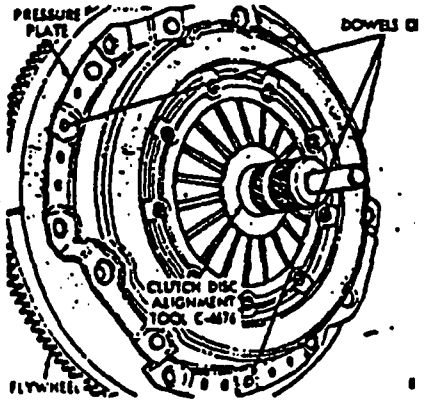

Fig. 4. A-460, A-465, and A-525 Manual Trans Clutch Disc Aligning Tool
(1) Remove or install transaxle. See "Group 21, A-460, A-465, and A-525 Manual Transaxle," for procedure.
(2) Mark clutch cover and flywheel, to maintain their same relative positions when reinstalling clutch assembly.
(3) Insert clutch disc aligning tool C-4676 through the clutch disc hub to prevent the clutch disc from falling and damaging the facings (Fig. 4).